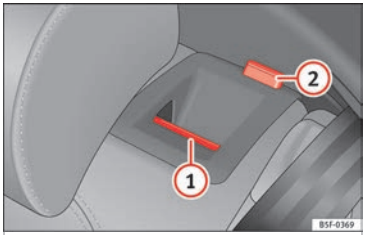

Fig. 145 On the rear seat backrest: release catch (1); red mark (2).
- Push the unlock button ››› **Fig. 145** (1) forwards and at the same time lift the backrest.
- The rear seat backrest is not engaged when the red marking of the button (2) is visible.
The rear seat backrest is not engaged when the red marking of the button ››› Fig. 145 ② is visible.